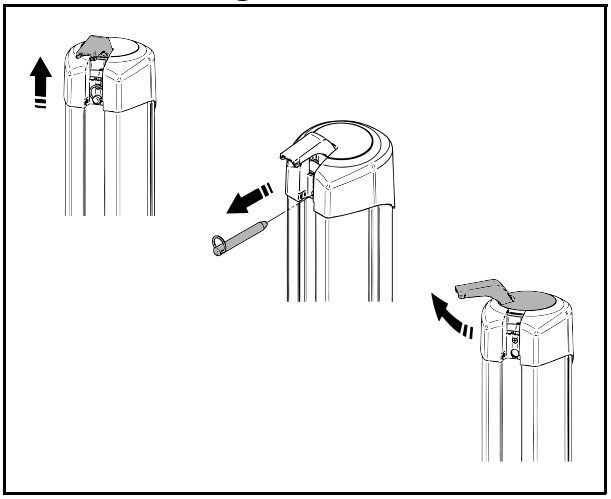

Fig. 7
1. Hev den røde nødsenkespaken (se Fig. 7).